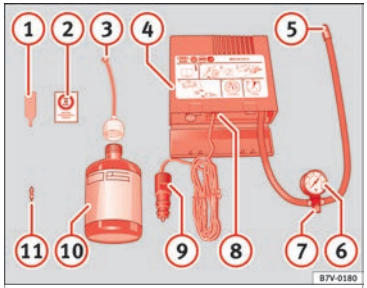

Fig. 162 Standard representation: contents of the tyre mobility system.
The tyre mobility set is located underneath the floor covering in the boot. It includes the following components ››› Fig. 162:
- Use the enclosed extractor to unscrew the valve insert ››› Fig. 162 (1) and place the valve insert on a clean surface.
- Vigorously shake the sealant bottle ››› Fig. 162 (10) for several seconds.
- Screw the inflator tube ››› Fig. 162 (3) securely into the sealant bottle in a clockwise direction. The seal on the mouth of the bottle moves automatically.
- Remove the lid from the filling tube ››› Fig. 162 (3) and screw the open end of the tube into the tyre valve.
- Screw the valve insert into the tyre valve again with the corresponding tool ››› Fig. 162 (1).
- Securely screw the tyre inflator tube ››› Fig. 162 (5) of the compressor into the tyre valve.
- Check whether the air bleed screw ››› Fig. 162 (7) is closed.
- Attach the connector ››› Fig. 162 (9) to one of the vehicle's 12 volt sockets ››› page 99.
- Connect the air compressor with the ON/OFF switch ››› Fig. 162 (8).
Screw the inflator tube ››› Fig. 162 ⑤ again and check the pressure on the gauge ⑥.